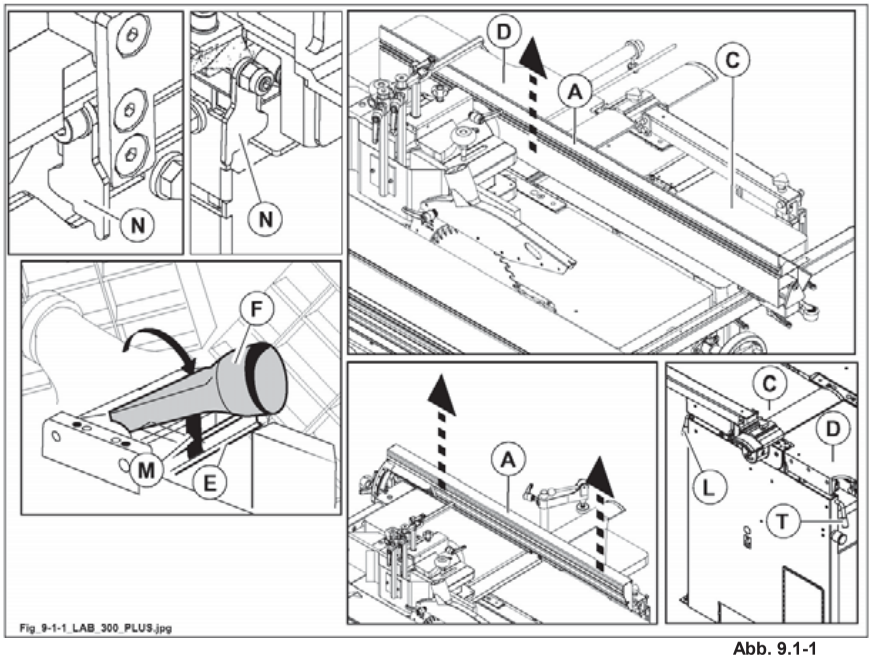

Abb. 9.1-1
den Fügeanschlag (A Abb. 9.1-1) vom Tisch entfernen.
- **Den Hebel (L Abb. 9.1-1) lösen und den Abrichttisch im AUSLAUF (C Abb. 9.1-1) heben.**
DANACH den Hebel (T Abb. 9.1-1) lösen und den Abrichttisch im EINLAUF (D Abb. 9.1-1) anheben.
sicherstellen, dass die Tischöffnungssicherung (N Abb. 9.1-1) richtig positioniert ist.
- Die Schutzvorrichtung der Spanabführvorrichtung (F Abb. 9.1-1) umklappen und mit der Feder (M Abb. 9.1-1) im Schutz (E Abb. 9.1-1) sichern (die Drehung der Schutzvorrichtung schaltet ebenfalls den Mikroschalter, so dass die Maschine jetzt eingeschaltet werden kann).
das Dickenhobeln ist möglich nur wenn Schutzvorrichtung (F Abb. 9.1-1) in richtiger Position ist.